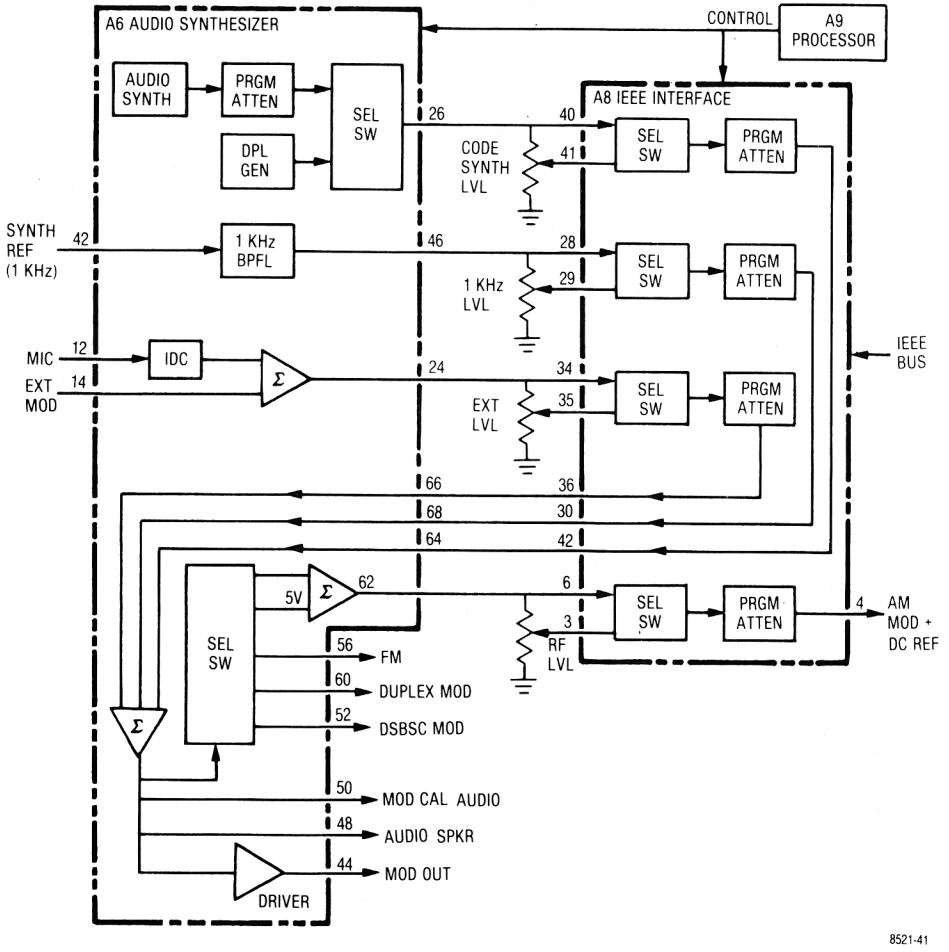

Figure 5-8. Code Synthesizer Block Diagram
5-57. Three simultaneous modulation sources are possible with the internal Code Synthesizer, A private line (PL) or Digital Private Line (DPL) source, a fixed 1 kHz source, and external modulation sources are individually level controllable and sumed together to give the composite modulation audio. The Code Synthesizer provides the modulation source for the system in the generate mode and can be used as an audio frequency source when in the monitor mode. For the IEEE option a provision is made to allow processor control of the modulation levels. A block diagram of the Code Synthesizer is shown in figure 5-8.